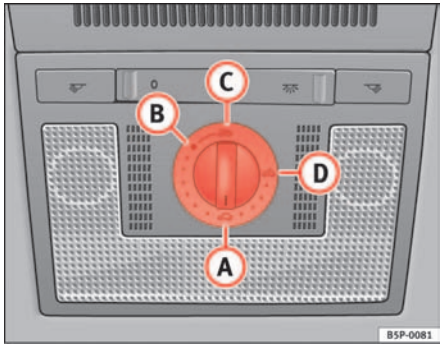

Fig. 71 Detail of the sunroof: rotary button for sliding/tilting sunroof
If the sliding/tilting roof has been opened again by the roll-back function, it can be closed only by pressing the rotary button at the front in position (A) ⇒ fig. 71 until the sliding/tilting roof has closed fully. **Please note that the sunroof will now close without the roll-back function.**